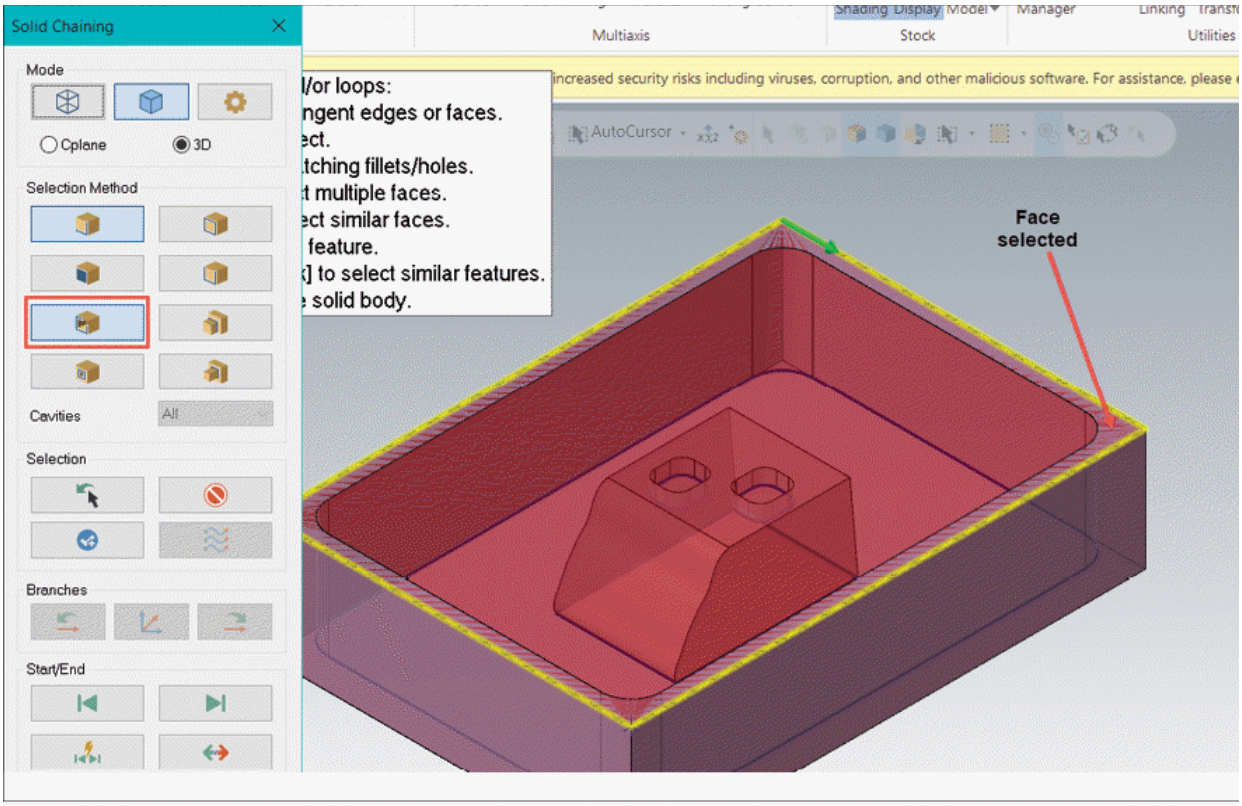

Figure-28. Edges selected for facing boundary
- Select the **Outer open edges** button from the **Select Method** area in the dialog box and select the top face of model, so that only one chain is formed; refer to Figure-28. Click on the **OK** button from the dialog box. The **2D Toolpaths-Facing** dialog box will be displayed.